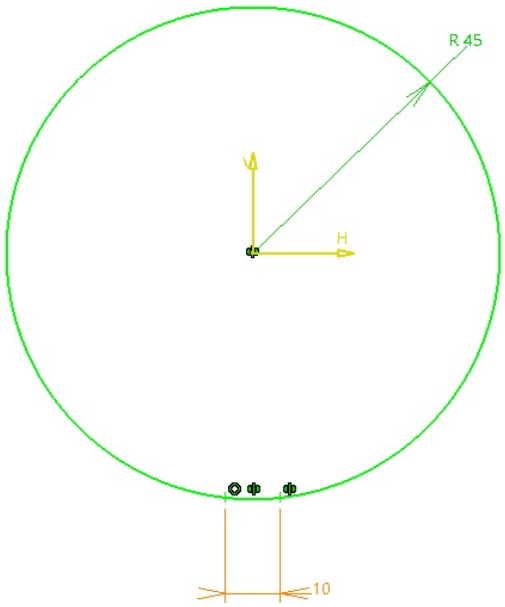

Figure 10-58 *Points placed on a circle for defining the closing point of the loft surface*
b. Draw sketches for the multi-sections surface, refer to Figures 10-58 through 10-60.
2. Place two points on the circle, as shown in Figure 10-58. These points will be used to create the guide curve and define the closing point for creating the loft surface later in this tutorial.